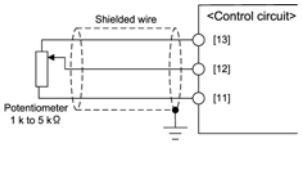

Figure 2.13 Connection of Shielded Wire
- Since low level analog signals are handled, these signals are especially susceptible to the external noise effects. Route the wiring as short as possible (within 20 m) and use shielded wires. In principle, ground the shielded sheath of wires; if effects of external inductive noises are considerable, connection to terminal [11] may be effective. As shown in Figure 2.13, ground the single end of the shield to enhance the shield effect.